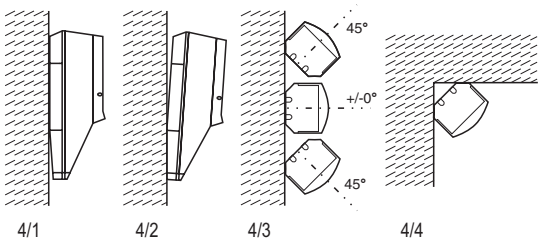

Abb. 4
2.3 Wandmontage (Abb. 4)
- **0° vertikal geneigt** (Abb. 4/1)
- **3° vertikal nach unten geneigt** (Abb. 4/2)
- **45° horizontal nach links oder rechts** (Abb. 4/3)
- **Eckmontage** (Abb. 4/4)